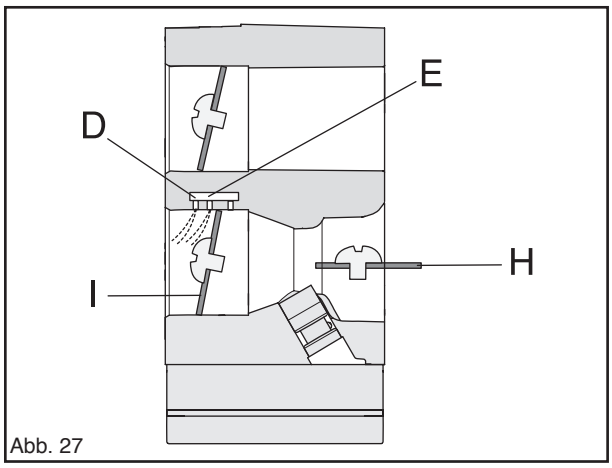

Abb. 27
Bei Teilgas ist die Gasklappe (I) teilweise geöffnet und die Chokeklappe (H) geöffnet. Die Kraftstoffzufuhr erfolgt über die Verteiler (D und E). Die Gasklappe (J) beginnt sich zu öffnen. (Siehe Abb. 27.)